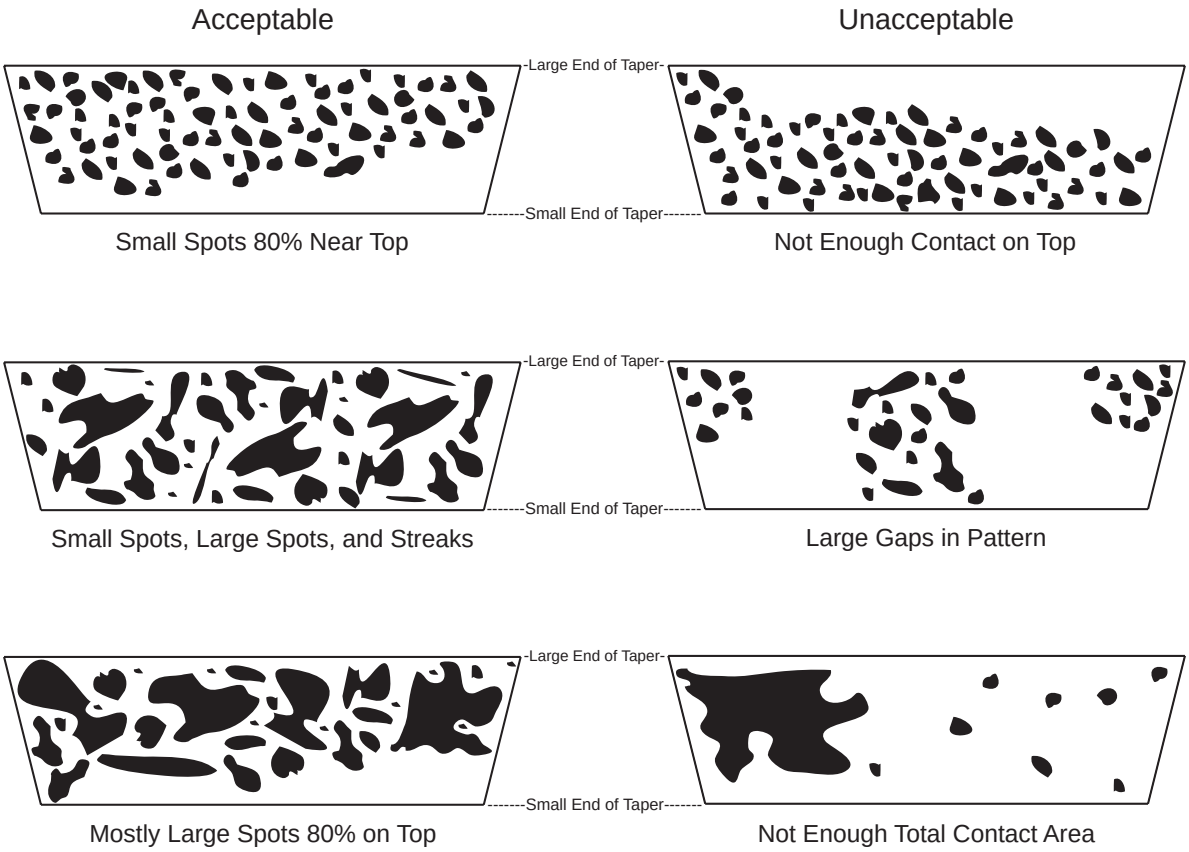

Figure 151. Dye Contact Pattern Samples for Propellers with Short (15º) Tapers
6. Evaluate the contact pattern on both tapers. See **Figure 151** or **152** for guidance on acceptable contact patterns. The surfaces should match approximately 80% of the total tapered area.
Note: It is important that the contact should be either evenly distributed or biased toward the large end of both the shaft taper and the propeller taper.. If contact is predominant at the small end, the shaft may be over-stressed locally and may fail. Contact Twin Disc if the taper contact pattern is not in accordance with Figure 151 or 152.